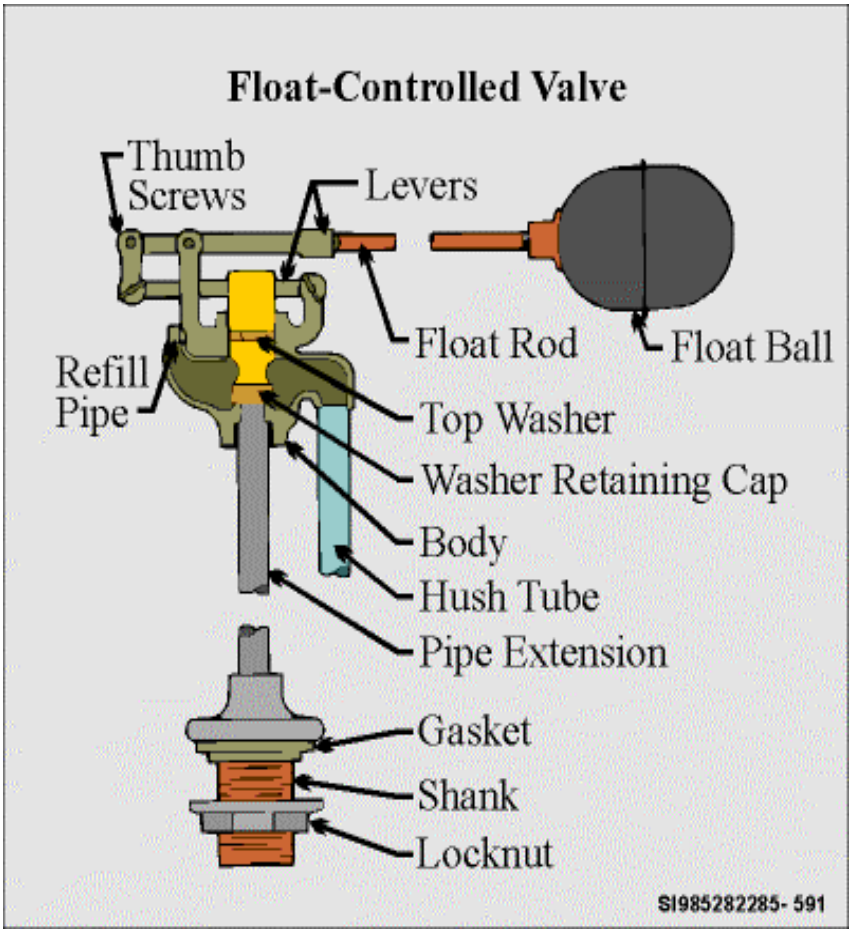

**Figure 1. Float Controlled Valve**
**1. Background:** There are many types of float-controlled valves, but most of them work on the same principle as the one used in a water closet tank to automatically control the water. Float-controlled valves are often called float valves (See Figure 1). There are many different float controlled valves used today one type is the flush-ball valve, which may be called a Douglas valve. Another type is the traditional plunger-valve. There are also float cup ballcocks (also know as a Fluidmaster); and floatless ballcocks.